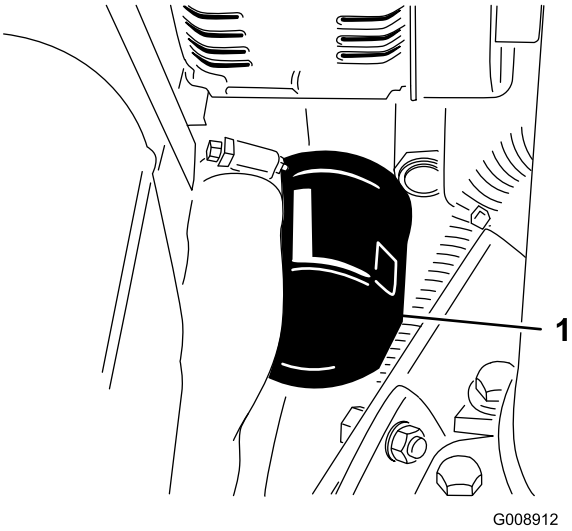

**Figur 62**
2. Fjern oliefilteret (Figur 62).